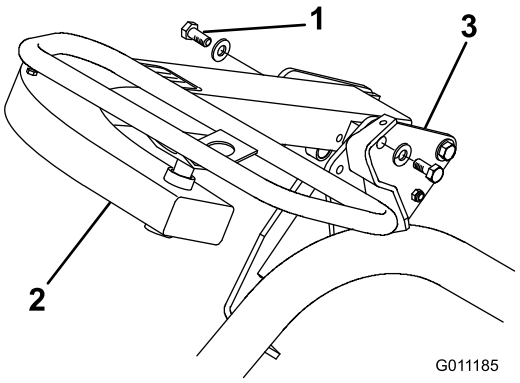

Figur 6
3. Välj det monteringshål som ger bästa bekvämlighet för föraren och fäst armen med 2 bultar (1/2 x 3/4 tum) och brickor (1/2 tum) (en av varje bland de lösa delarna) (Figur 6).